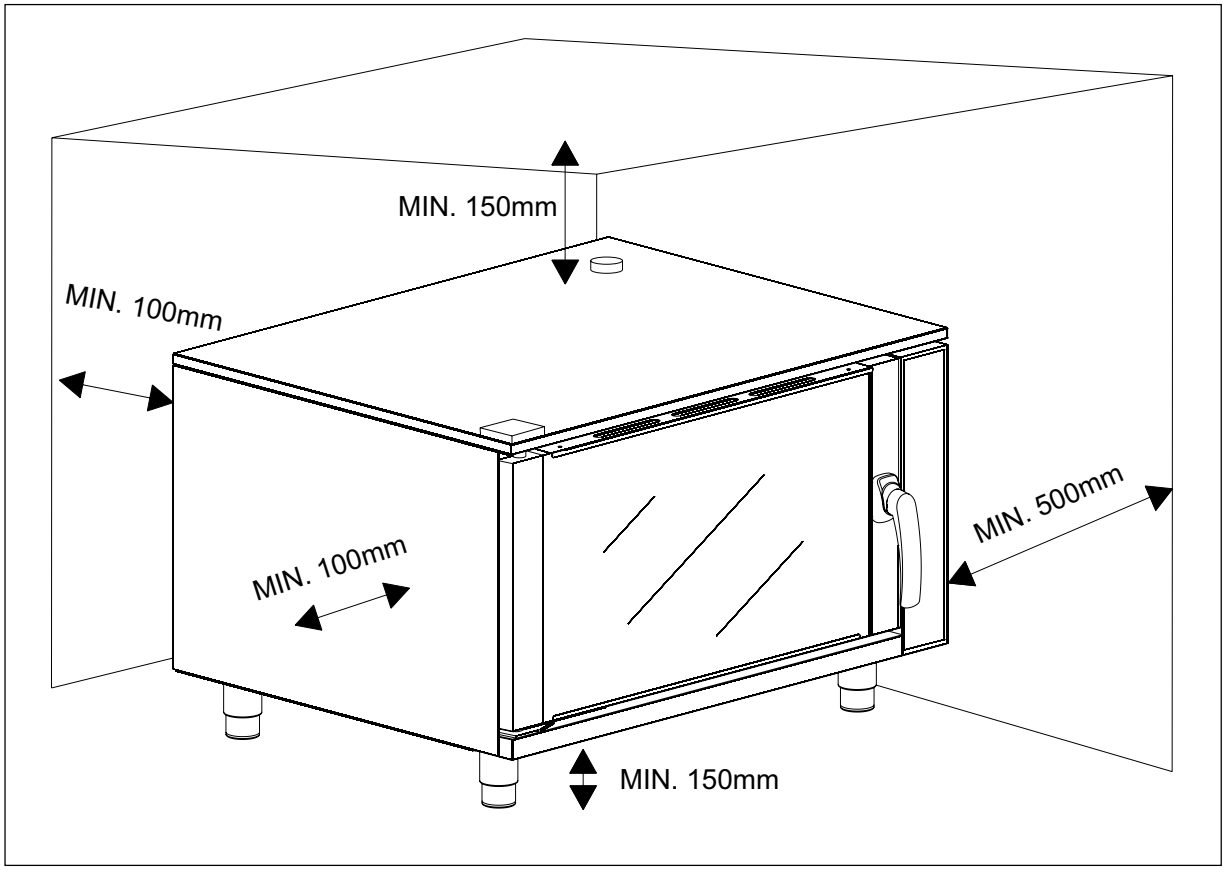

Abb. 3
- Der Ofen darf nur in ausreichend belüfteten Räumen installiert werden, vorzugsweise unter einer Dunstabzugshaube, die die Backdämpfe aus dem Raum heraus nach außen leiten kann. Um die Installierung und die Wartungsarbeiten zu ermöglichen, muss ein Abstand von mindestens 500 mm (siehe Abb. 3) zwischen der linken Seitenwand des Ofens und der Wand oder angrenzenden Geräten eingehalten werden.